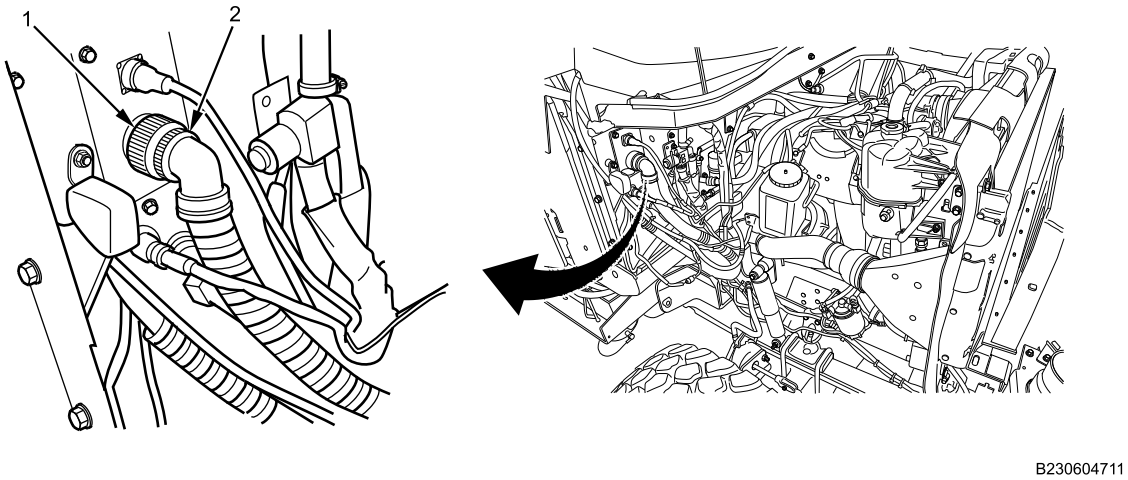

Figure 8. Exterior Side of Pass-Through Plate.
5. Connect exterior wiring harness connector (Figure 8, Item 2) to 24V PDM feed harness connection (Figure 8, Item 1).